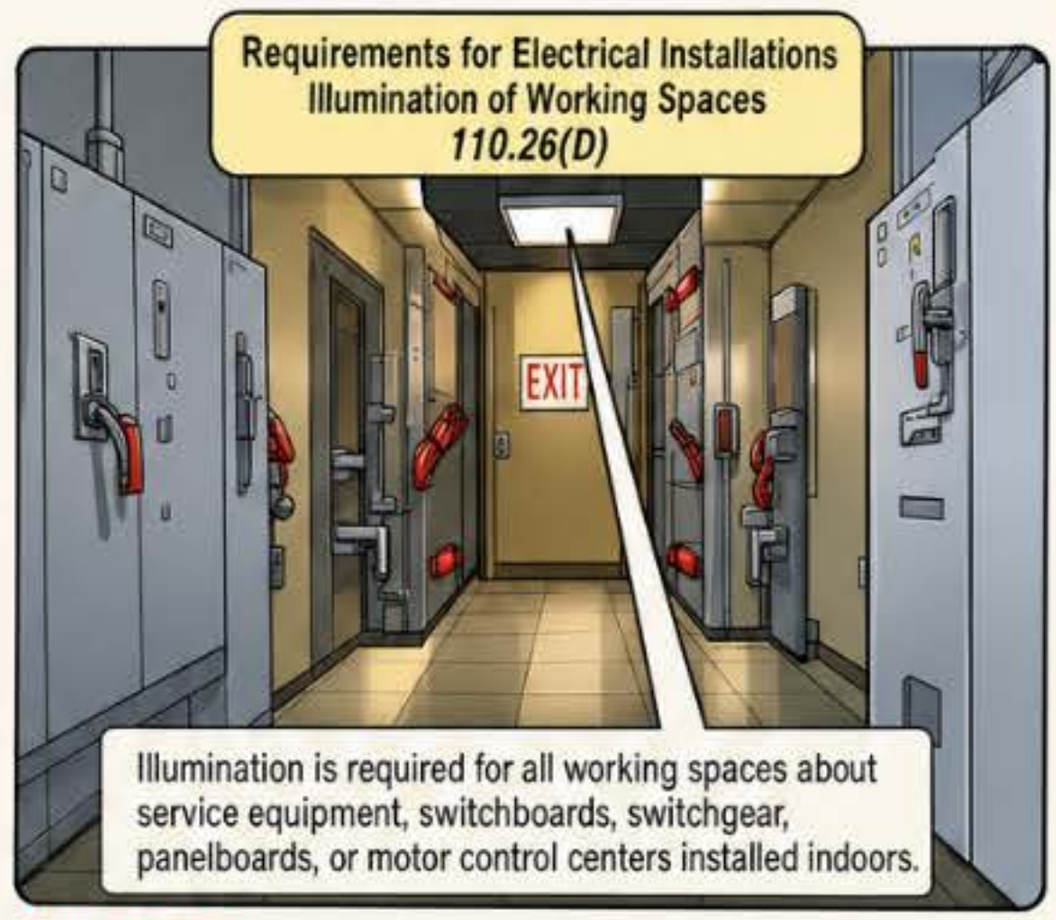
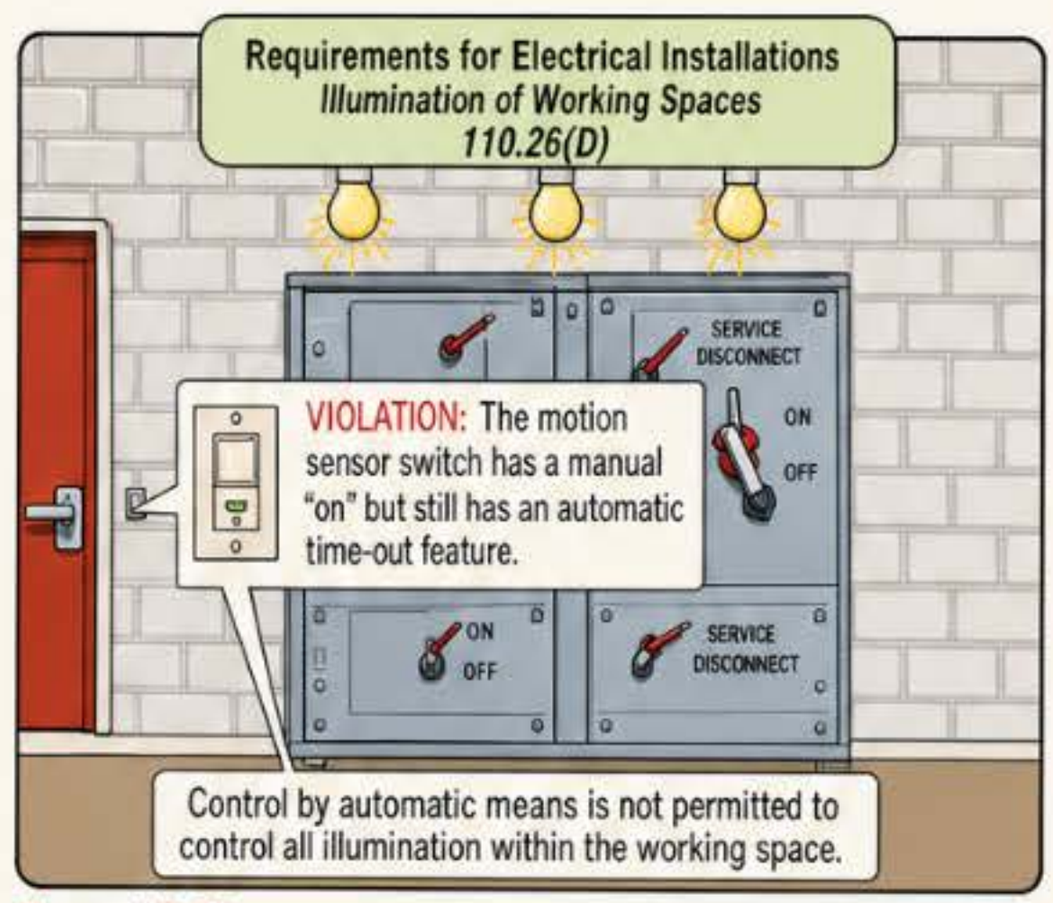

Figure 110-77
Figure 110-78
(D) Illumination. Illumination is required for all working spaces about service equipment, switchboards, switchgear, panelboards, or motor control centers installed indoors. Control by automatic means is not permitted to control all illumination within the working space. ▸Figure 110-77 and ▸Figure 110-78